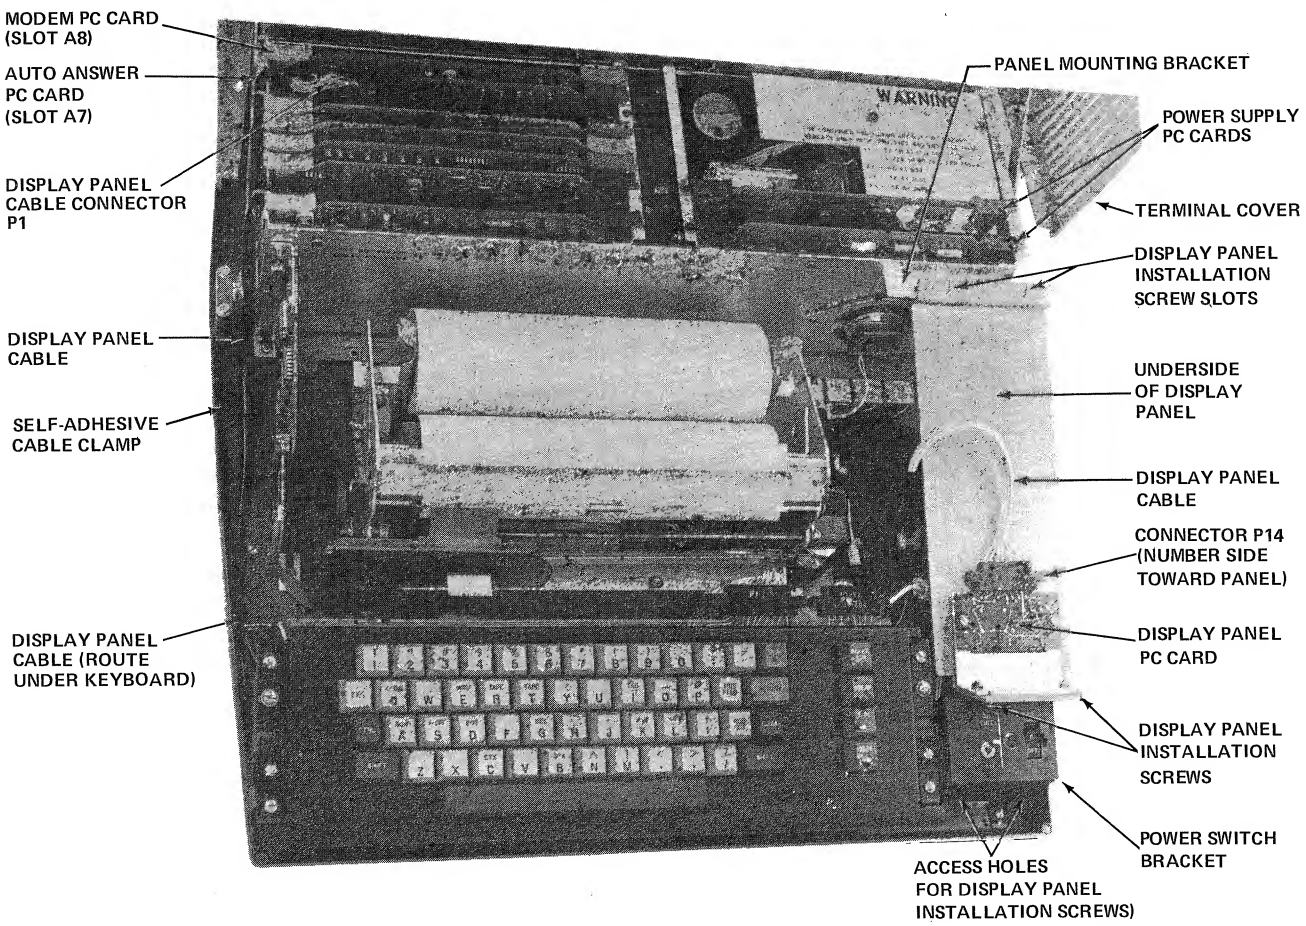
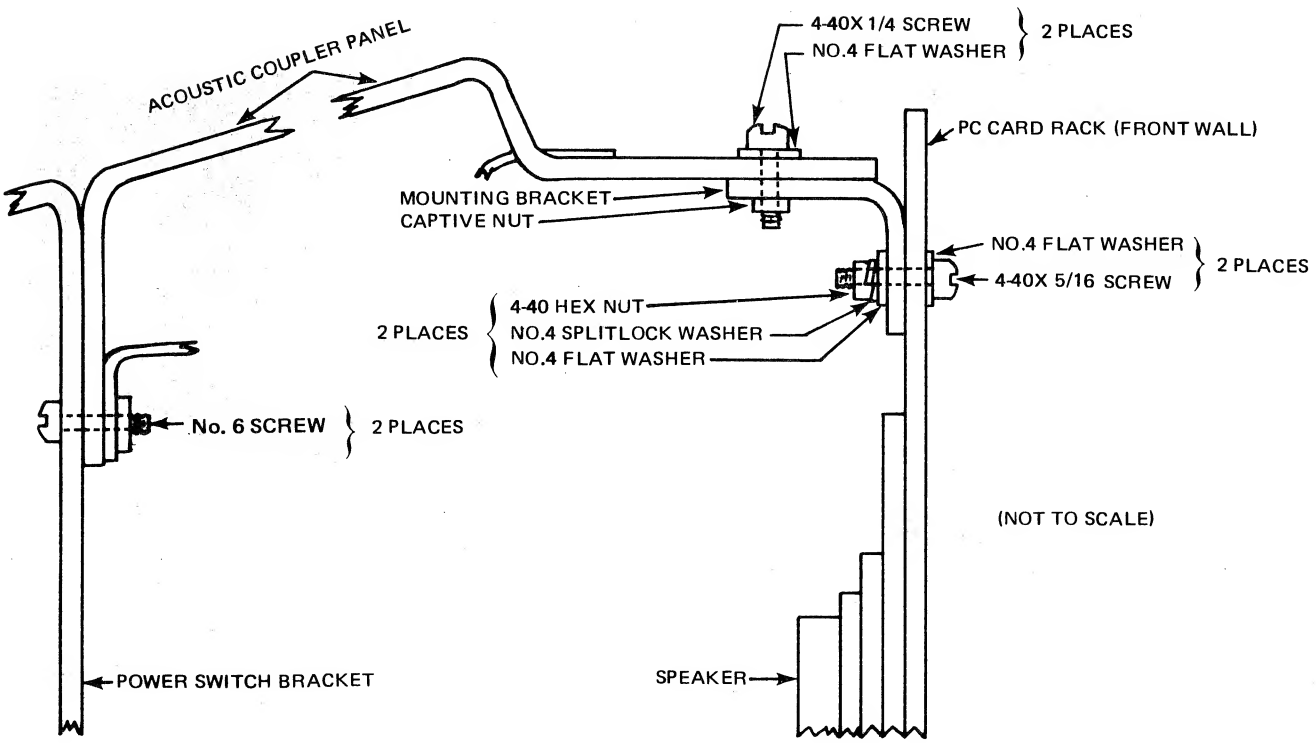

FIGURE 2-7.4. AUTO ANSWER CONTROL OPTION INSTALLATION COMPONENTS
FIGURE 2-7.5. ACOUSTIC COUPLER PANEL INSTALLATION DETAILS
d. Install the display panel as follows. Refer to Figure 2-7.4 for location of components.
(1) Remove the two Power Supply PC cards from PC card slots A9 and A10 (brown and red ejectors).
(2) On the underside of the terminal cover, use diagonal cutters to cut the four pins which hold the blank option panel in place. Cut close to the metal push-on fasteners and pry off the fasteners with a screwdriver. Then cut the four plastic pins again, as short as possible to prevent interference with the new panel.
(3) Attach the panel mounting bracket to the PC card rack front wall, using two 4-40 x 3/16 screws, two No. 4 splitlock washers, and two 4-40 hex nuts. Insert the screws from inside the PC card rack. See Figure 2-7.5 for installation details.
(4) Attach the display panel cable (971556) connector P14 to the PC card on the underside of the panel as shown in Figure 2-7.4. The connector number should face the underside of the panel.
(5) Loosely insert two 6-32 x 5/16 screws into the front lower part of the display panel. Place a drop of Loctite on the threads.
(6) Locate the display panel so that the two 6-32 screw heads insert into the keyhole slots in the back of the POWER switch box. Press down on the panel to seat the screws into the narrow part of the keyholes.
(7) Insert a screwdriver through the holes in the front of the POWER switch box and tighten both 6-32 screws.
(8) Insert and tighten two 4-40 x 1/4 screws and two No. 4 flat washers through the slots at the rear of the display panel and into the panel bracket as shown in Figure 2-7.5.
(9) Replace the two Power Supply PC cards removed in step (1) above. Be sure the colored PC card ejectors match the color dots on the PC card rack.
(10) Route the display panel cable (971556) behind and below the keyboard and along the left bottom of the data terminal base as shown in Figure 2-7.4. Secure the self-adhesive clamps to the bottom of the data terminal case.
(11) Plug connector P1 onto the top of the Auto Answer PC card (card slot A7, purple ejector) installed in step b. above.
(1) Place thumbs under the PC card ejectors and lift upward to dislodge the PC card.
(2) Lift the PC cards up and out of their PC card rack slots.
e. Attach the panel mounting bracket to the PC card rack front wall, using the hardware shown in Figure 2-7.5.
g. Add a drop of Loctite to the two 6-32 x 5/16 screws and start them into the captive nuts on the front part of the Acoustic Coupler panel as shown in Figure 2-7.5. Kit 969597 contains two 6-20 x 1/2 self threading screws. The Loctite is not required. Position the panel so that the loose No. 6 screws insert into the two keyhole slots at the rear of the POWER switch box.
(1) Press down on the front of the Acoustic Coupler panel so the two loose No. 6 screws seat in the narrow part of the keyhole slots in the POWER switch box.
(2) Insert two 4-40 x 5/16 screws and two No. 4 flat washers through the two slots in the upper part of the Acoustic Coupler panel and into the mounting bracket captive nut as shown in Figure 2-7.5. Tighten the screws.